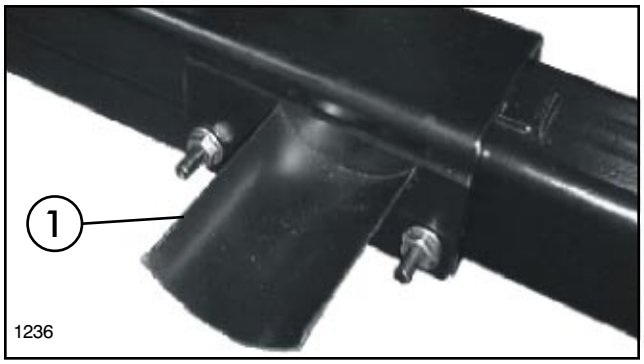

FIG. 4
1. Secure the Strainer Bracket to the rear L.H. side of Engine/Pump Base using studs on Engine/ Pump Base and (2) 5/16” flange nuts. See FIG. 4.